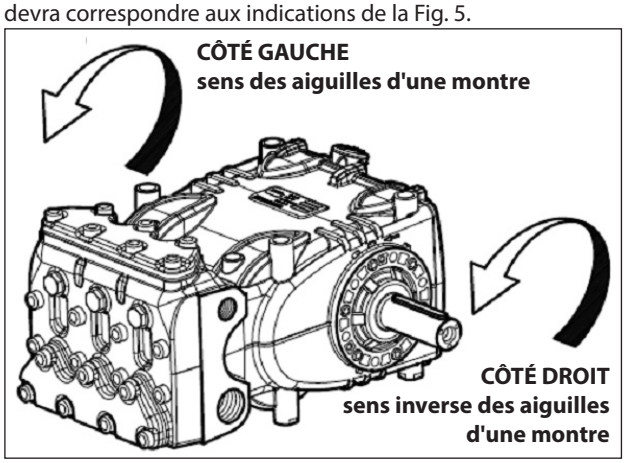

Fig. 5
En se plaçant face à la culasse de la pompe, le sens de rotation devra correspondre aux indications de la Fig. 5.
N.B. La version représentée sur la Fig. 5 est celle de droite.